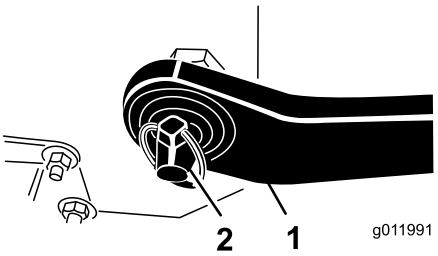

Figur 3
4. Sätt i den högra och vänstra nedre länkarmen i hakbultarna (Figur 3).
5. Fäst de nedre länkarmarna på hakbultarna med hjulsprintarna (Figur 3).